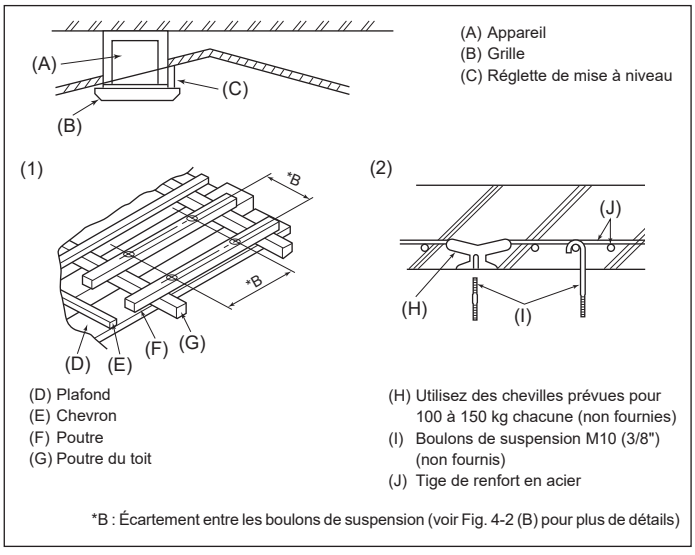

Fig. 4-5
4.5. Structure de suspension (Construisez une structure renforcée à l'endroit de suspension de l'appareil) (Fig. 4-5)